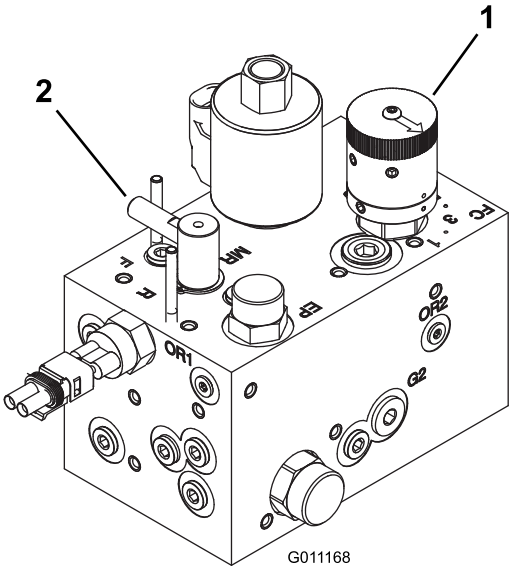

**Figur 75**
3. Drei slipekontrollen til slipestilling (R). Drei spolen for spolehastighet til posisjon 1 (Figur 75).